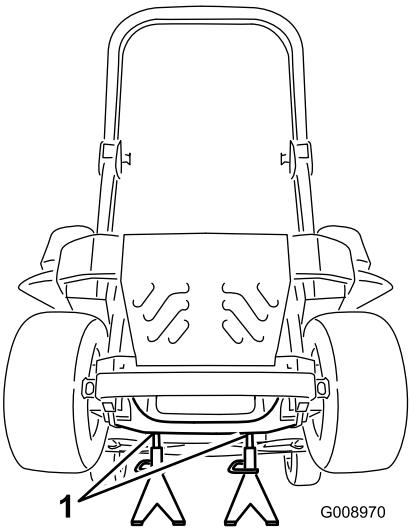

Figur 85
3. Løft maskinen, og understøt den med donkrafte (Figur 85).
9. Fjern donkraftene, og sænk maskinen (Figur 85).